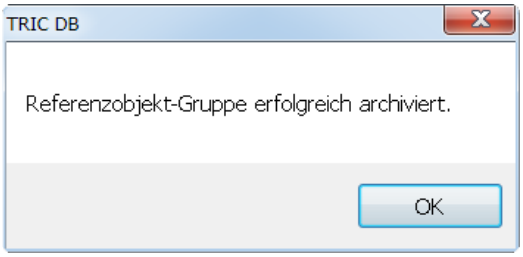

Bild 32.42 – Erfolgsmeldung nach Archivierung
- Schließlich erhalten Sie eine Meldung über den Erfolg der Aktion (Abb. 32.42).